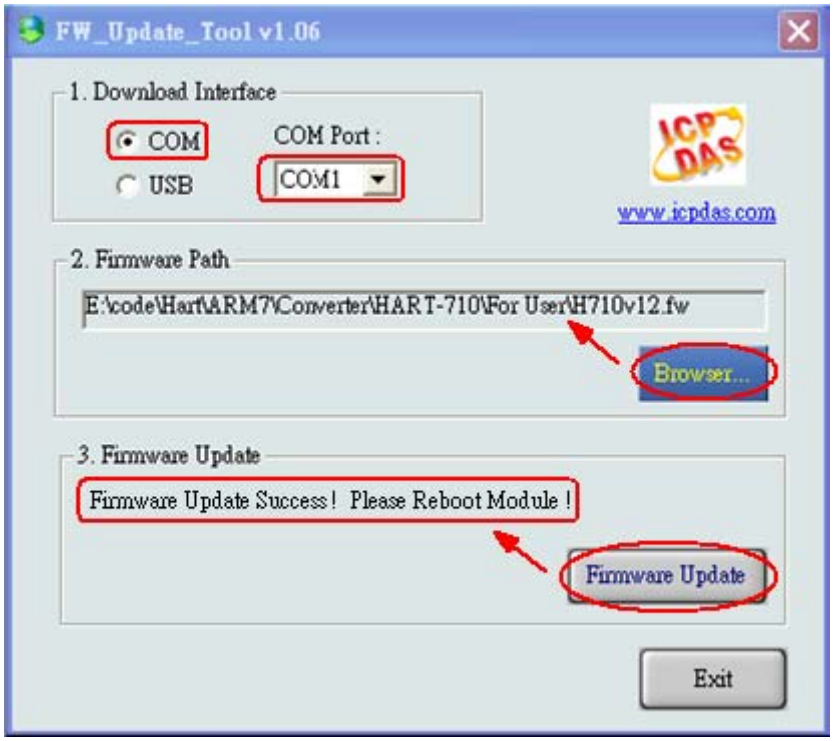

Figure 4-3 “FW_Update_Tool”
(4) Run “FW_Update_Tool” like Figure 4-3 (Download from : ftp://ftp.icpdas.com/pub/cd/fieldbus_cd/hart/gateway/utilities/fw_tool/).